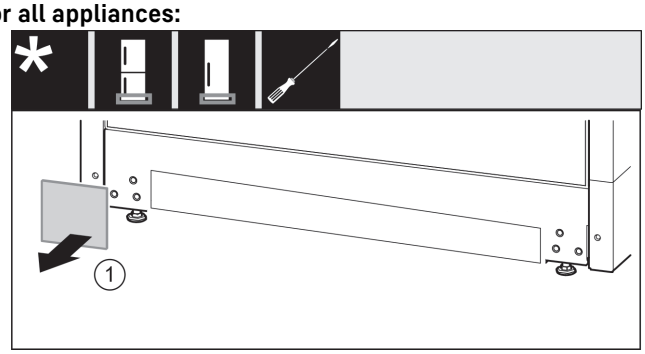

Fig. 14
- ▶ Remove cover *Fig. 14 (1)*.